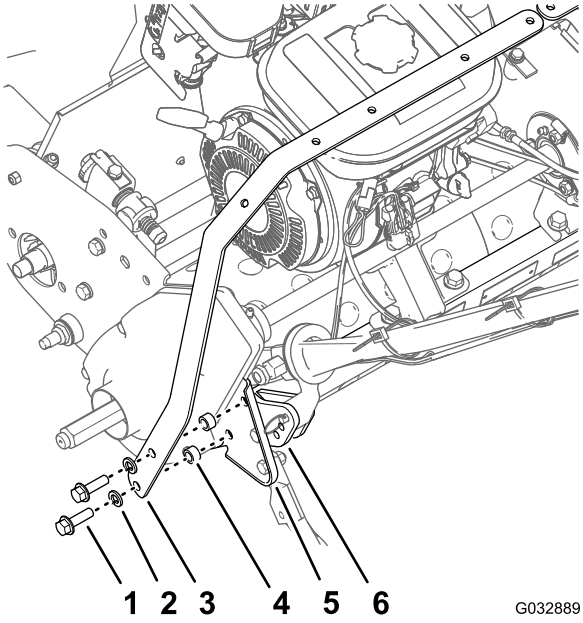

Figura 7
9. Monte a cinta da barra de luzes do lado esquerdo, os 2 espaçadores e a placa do lado esquerdo na almofada exterior de amortecimento da estrutura traseira (Figura 7) com os 2 parafusos de cabeça flangeada (3/8" x 1-1/4") e as duas anilhas de bloqueio (3/8"—removidas no passo 6).